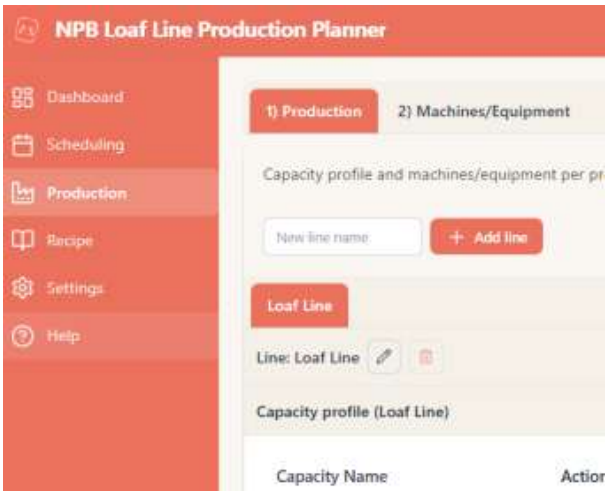

Figure 60: Production Page, Add Production Line
Step 1: Go to Production Page & create a Line (e.g. Loaf Line as shown in Figure 60) by pressing the "Add Line" button when the field has naming value of the Production Line to be added. When creating a Line, its naming value depends on User like if the User is creating a Production Line for Loaf, User can say Loaf Line (or Bun Line, etc.) to the field and press "Add Line" button.